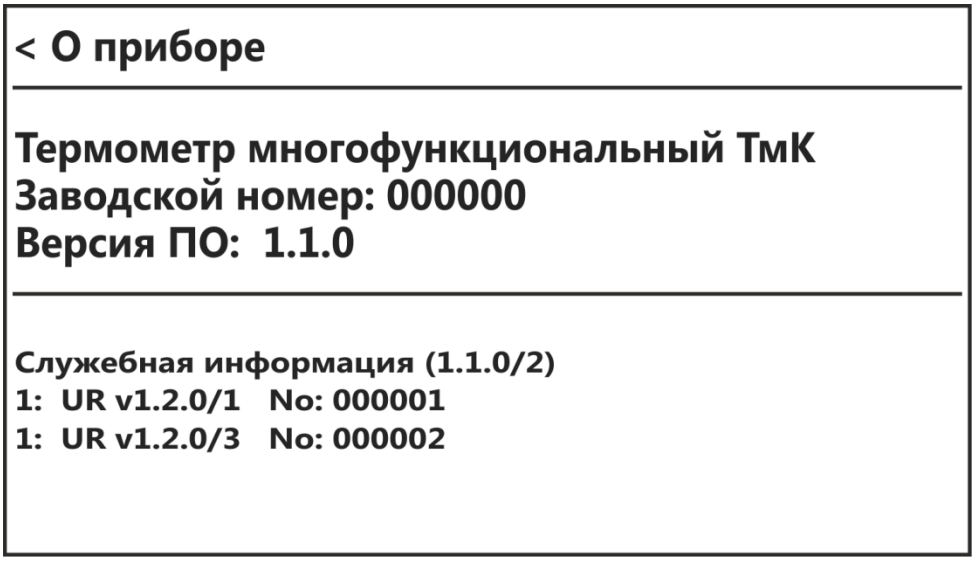

Рисунок 22 — Информация о приборе
4.23.1 Для получения информации о приборе нажать **Меню** ⇒ **О приборе**, при этом на дисплее отображается окно (рисунок 22) с заводским номером и версией встроенного программного обеспечения (ПО) термометра.